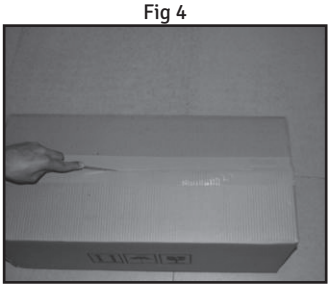

Fig 5
5. Open one of the Wheel Support assembly boxes as shown in Fig. 5.